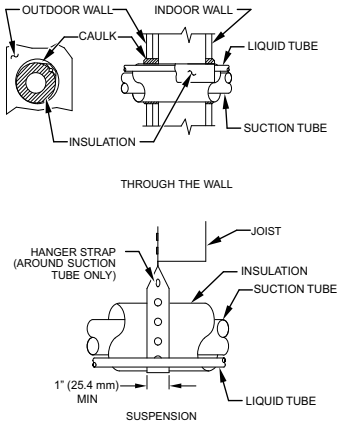

Fig. 1 – Connecting Tubing Installation
6. When passing refrigerant tubes through the wall, seal opening with RTV or other pliable silicon–based caulk (see Fig. 1).
8. Do not suspend refrigerant tubing from joists and studs with a rigid wire or strap which comes in direct contact with tubing (see Fig. 1).
10. When necessary, use hanger straps which are 1 in. (25 mm) wide and conform to shape of tubing insulation (see Fig. 1).